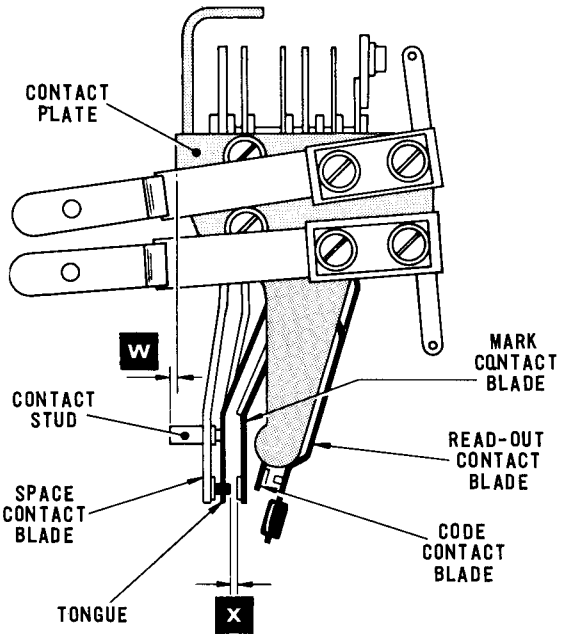

Fig. 4.18 TRANSMITTER UNIT—FRONT VIEW
23.1 Check that the left-hand face of the contact plate, Fig.4.18, is clear of the tips of each contact stud by a maximum of .010 in. (dimension 'w') and that the tips of the studs are in alignment.